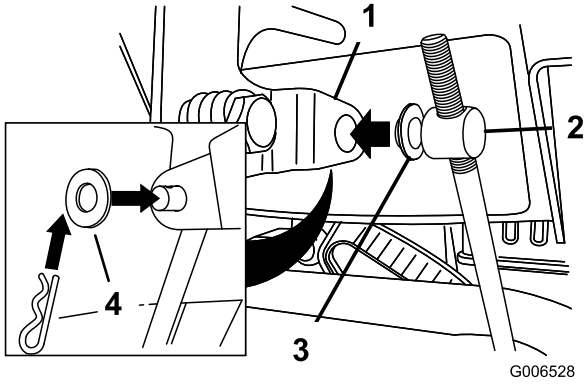

Рисунок 11
3. Выньте шплинт и снимите внешнюю шайбу с цапфы на верхнем конце штока управления скоростью (Рисунок 11).
Примечание: Для облегчения монтажа оставьте плоскую шайбу на цапфе (Рисунок 11).
6. Поднимите шток управления скоростью и вставьте цапфу в отверстие рычага переключения скоростей (Рисунок 11).
B. Отсоедините цапфу от рычага переключения скоростей (Рисунок 11).
C. Поверните цапфу на штоке управления скоростями вниз (по часовой стрелке) (Рисунок 11).
D. Присоедините цапфу к рычагу переключения скоростей (Рисунок 11).